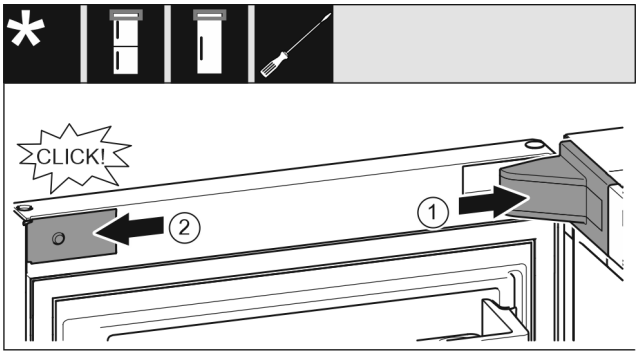

Fig. 26
- ▶ Așezați capacul suportului de lagăr *Fig. 26 (1)* și fixați în poziție, după caz, despărțiți cu precauție prin apăsare.
- ▶ Aplicați în lateral și fixați în poziție masca *Fig. 26 (2)*.